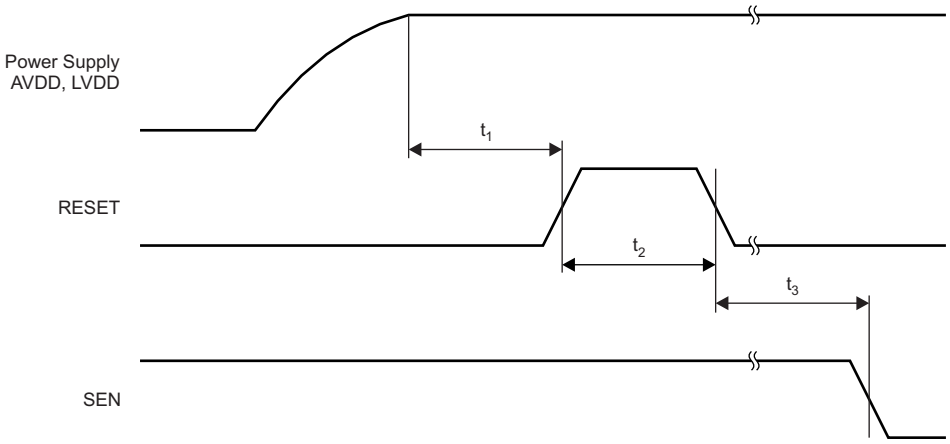

**Figure 44. Reset Timing Diagram**
Figure 44 shows a timing diagram for the reset function.
**Table 6. Timing Characteristics for Figure 44(1)(2)**